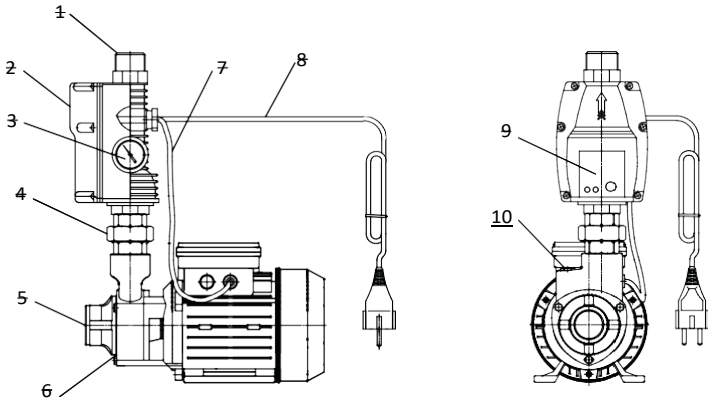

рис.1. общий вид станции насосной
5.3. Общий вид станции приведен на рис.1.